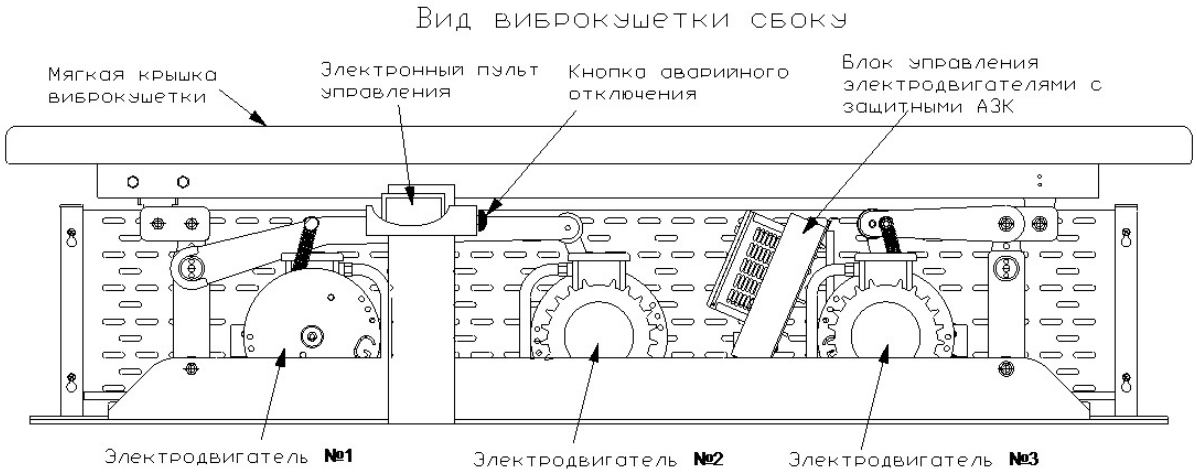

Рис. 1 Общий схематичный вид виброкушетки.
3.1 Устройство состоит из металлического каркаса, на котором крепятся электродвигатели и механические подвижные детали виброкушетки, а также крышки с мягкой обивкой, непосредственно контактирующей с телом человека. В конструкции предусмотрено 3 электродвигателя с блоком управления электродвигателями и защитными АЗК. Управление виброкушеткой осуществляется с помощью электронного пульта управления. В конструкции предусмотрена кнопка аварийного отключения (КАО), для экстренного останова электродвигателей (см. рис.1).